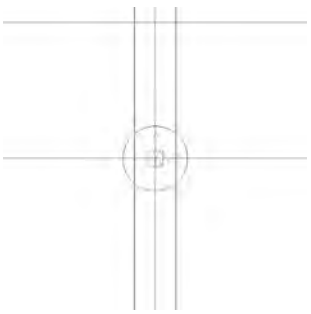

图 5-187 等距线
(4) 单击曲线生成栏中的“等距线”图标，在立即菜单中输入距离 13.75，拾取竖直中心线，分别选择向左、向右箭头为等距方向，生成距离为 27.5 的等距线。
(5) 在立即菜单中输入距离 90，拾取水平中心线，选择向上箭头为等距方向，生成距离为 90 的等距线，如图 5-187 所示。